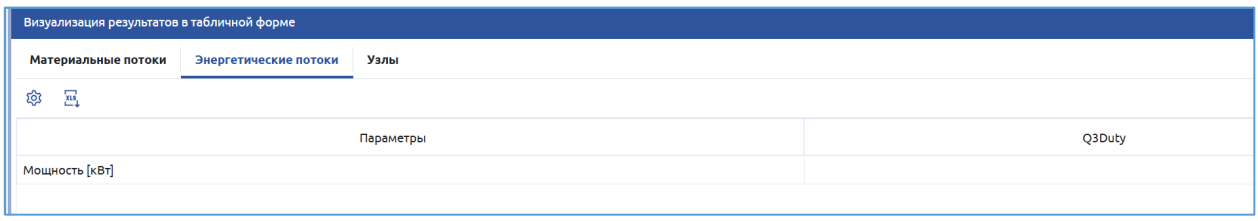

Рисунок 56. Результат. Энергетические потоки
2. Открывается экранная форма «Визуализация результата в табличной форме» на вкладке «Материальные потоки». Необходимо переключиться на вкладку «Энергетические потоки» (Рисунок 56).